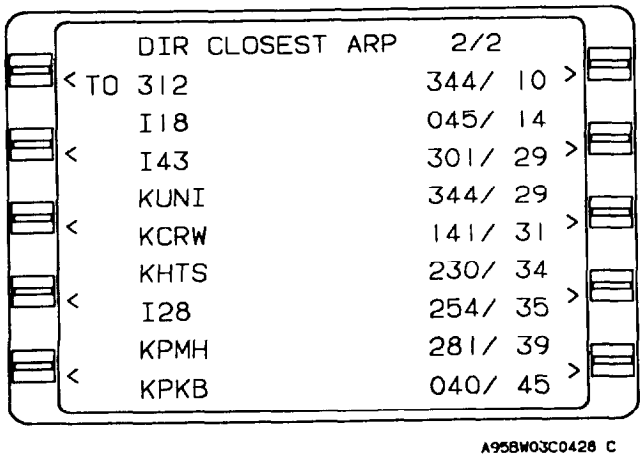

Figure 3-54. Direct To 2/2 Page (Closest Airport)
(1) DATABASE WPT 1/8 (page 1 of 8) (fig. 3-54).